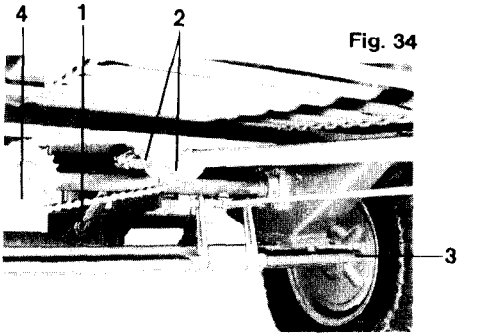
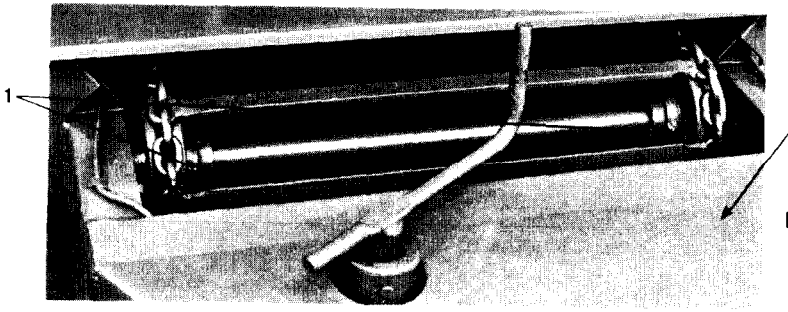
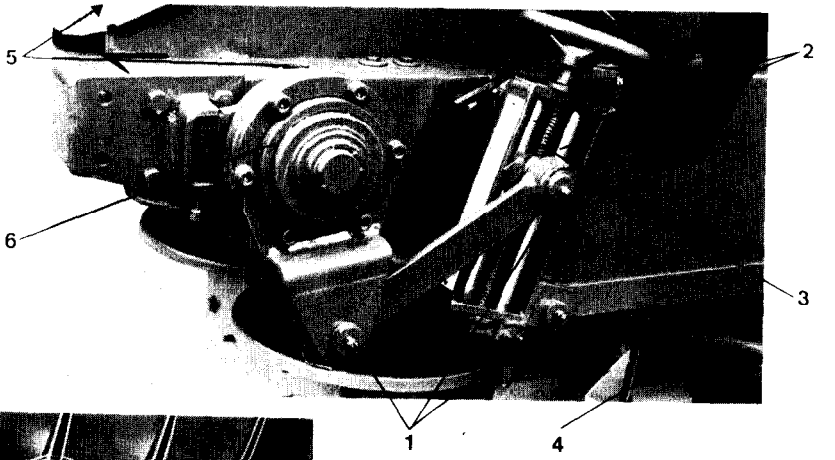
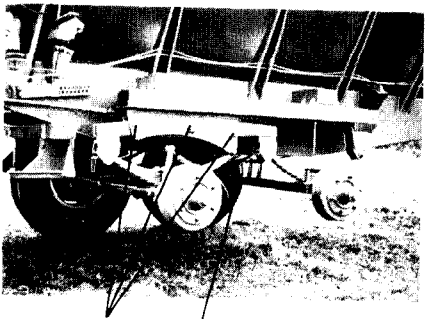

Fig. 34
Fig. 35
Fig. 36
Fig. 37
b) Hauptantriebswelle (Fig. 34/2) und Kratzbodenantriebswelle (Fig. 36/5) sind mit wartungsfreien Lagern ausgestattet, die auf Anraten der Hersteller mit Schmiernippeln versehen wurden, um bei starkem Einsatz der Maschine eine ausreichende Lebensdauer zu garantieren. Wir empfehlen, diese Lager vor jeder Streuperiode abzuschmieren.
c) **Der Freilauf (Fig. 36/6) ist wartungsfrei.**
d) An der Mengenverstellung sind die Führungsstangen (Fig. 36/2) und die Stellspindel (Fig. 36/3) in ganzer Länge ständig mit einer Fettschicht gegen Verschmutzung zu schützen. Wir empfehlen, die Fettschicht wöchentlich mit einem Lösungsmittel abzuwaschen und zu erneuern, damit die Mengenverstellung auch bei aggressiven Düngern leichtgängig bleibt.
e) An den Achsen sind je nach Ausführung des Streuers die Bremshebellagerungen (z. B. Fig. 34/3) und auch die Bowdenzüge (Fig. 37/2) vor und nach jeder Streuperiode abzuschmieren. Dies gilt auch für die Übertragungselemente der Auflaufbremseinrichtung und des Bremsseilzuges. (Fig. 35/2).
b) Das Winkelgetriebe (Fig. 34/4) hat ein Ölbad und benötigt keinen Schmierdienst. Wir empfehlen, den Ölstand einmal im Jahr an der Ölkontrollschraube zu kontrollieren. Der Ölstand beträgt 2,5 l Getriebeöl SAE 90 und reicht bei waagerechtem Streuer bis Unterkante Ölkontrollschraube.